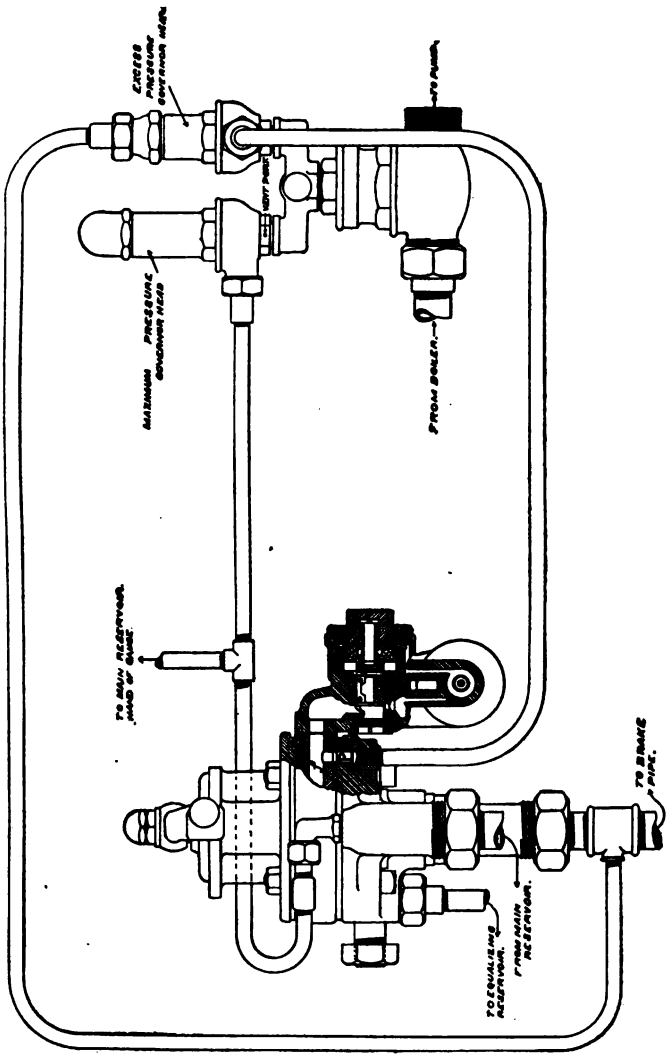

FIG. 54. DIAGRAM OF WESTINGHOUSE DUPLEX MAIN-RESERVOIR REGULATION.
Q. What is the special object to be obtained with the arrangement shown in Figs. 54, 55, and 56?
A. Referring to Fig. 54, the maximum-pressure head is connected to the pipe which connects main-reservoir pressure in the brake valve to the red hand of the duplex air gauge; the lower part of the excess-pressure head is connected to a special port in the brake valve; the upper connection of the excess-pressure head is piped to the brake-pipe just below the brake valve.
A. As indicated on Fig. 54, the pipe leading to the lower part of the excess pressure head is connected at the brake valve to a hole drilled into the port, which, in running posi-